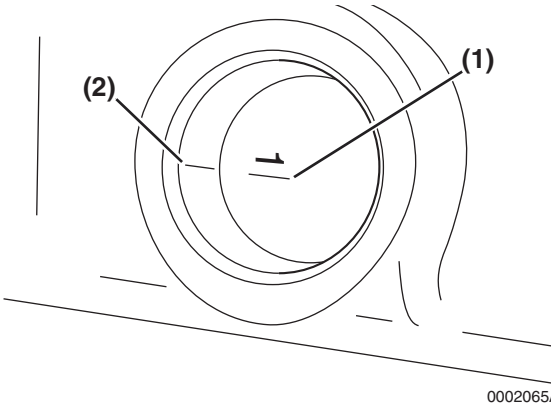
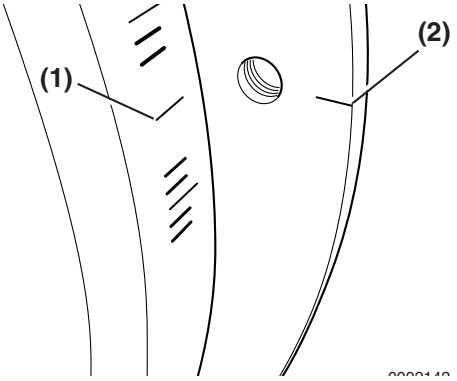
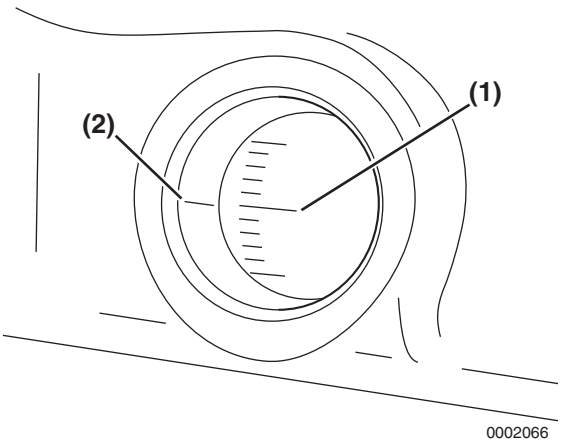

Figure 7-25
Figure 7-26
Figure 7-27
9. Highlight the timing reference mark on the flywheel housing **(Figure 7-25, (2))** or engine back plate **(Figure 7-26, (2))**. Highlight the TDC (Top Dead Center) mark **(Figure 7-25, (1))**, **(Figure 7-26, (1))** on the flywheel.
10. Highlight the target timing mark **(Figure 7-26, (1)), (Figure 7-27, (1))** on the flywheel timing grid as determined in the *Fuel Injection Timing Chart* below.
18. Check the position of the flywheel target timing mark **(Figure 7-27, (1))** on the flywheel grid in relation to the timing reference mark **(Figure 7-27, (2))** on the flywheel housing or back plate. If the two marks are aligned, the fuel injection timing is correct. If the marks do not align, the fuel injection timing must be adjusted. *See Adjusting Fuel Injection Timing on page 7-23.*